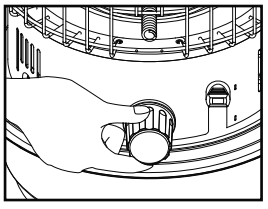

Fig. 9
- Gire en sentido horario la perilla de ajuste de la mecha hasta que esta se haya elevado a su altura máxima. (Fig. 9)